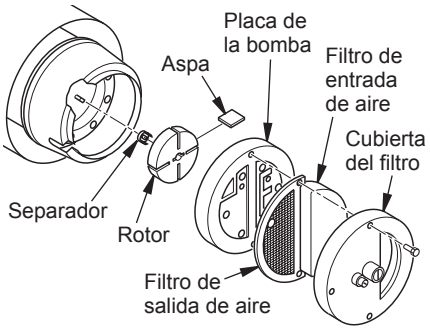

Figura 31 - Ubicación del rotor
1. Retire los tornillos de la cubierta del filtro con un destornillador para tuercas de 5/16" (consulte la figura 31).
5. Extraiga el rotor, el separador y las aspas (consulte la figura 31).